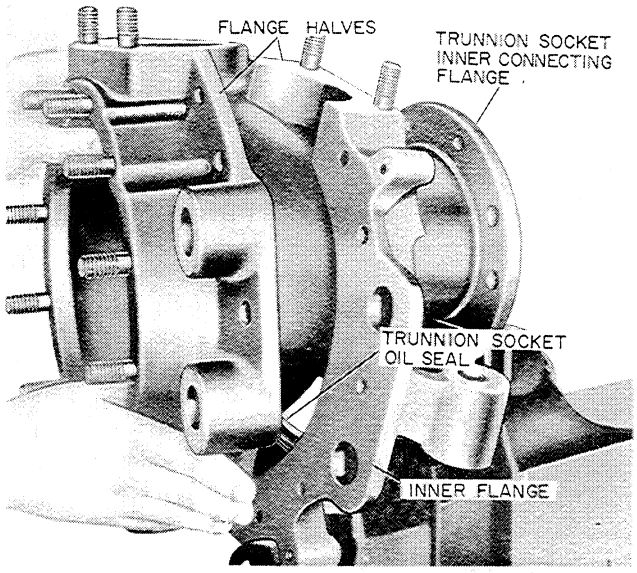

Figure U-42
4. Install the inner trunnion flange half over the outer trunnion socket race and up against the bearings, Figure U-42.
5. Align the outer flange with the inner flange, Figure U-42. Then install the trunnion socket flange bolts, lock washers and nuts. Torque nuts evenly to -